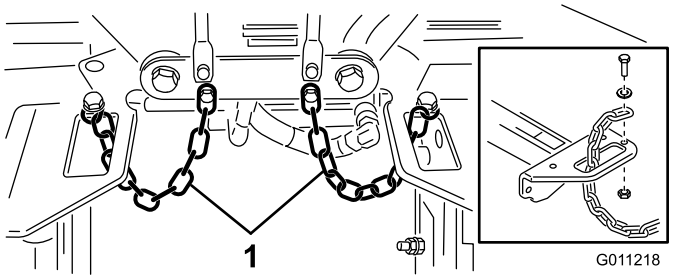

**Figur 22**
4. Før en tippekæde op gennem åbningen i enden af hver bæreramme. Fastgør tipperkæden øverst på bærerammen med en bolt, låseskive og en låsemøtrik (Figur 22).